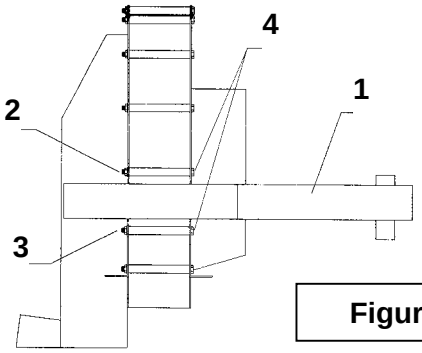
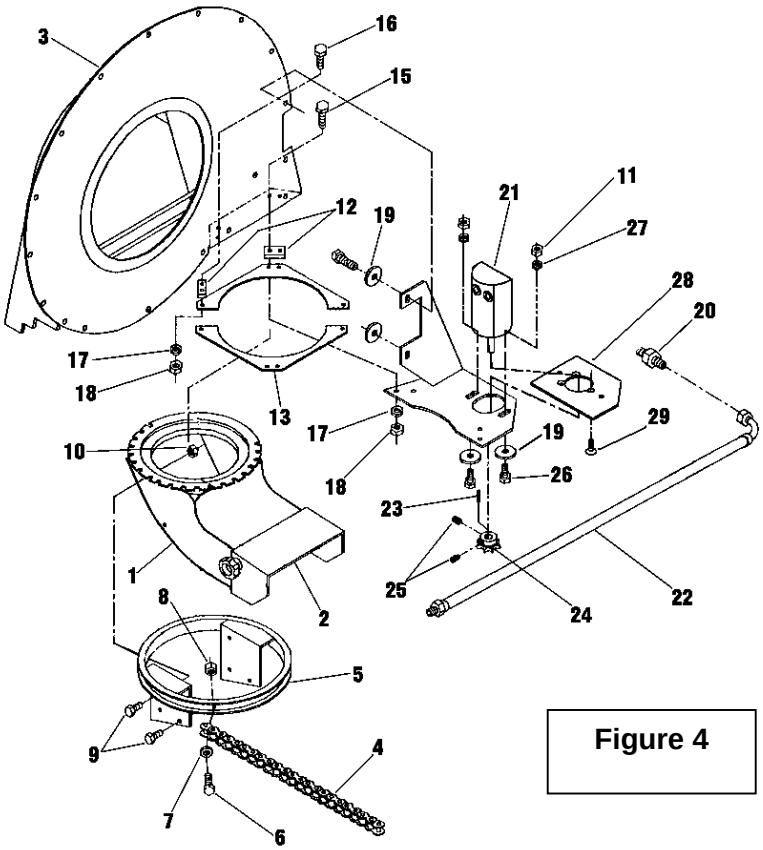

Figure 3
Figure 4
1. Remove the air blast nozzle (fig.4, item 1) from the debris blower. Discard bolts and nuts.
2. Remove the deflector (fig.4, item 2) from the air blast nozzle. Keep bolts and nuts on hands.
4. On the air blast nozzle side of the debris blower, remove the two 3/8" NC x 6 1/2" hex bolts (fig.3, items 2-3) and two 3/8" NC flange nuts (fig.3, item 4) located above and below the tubing (fig.3, item 1). Keep these bolts and nuts on hands.
Air Blast Nozzle Assembly ***(Figure 4)***
1. Insert a 7/16" flatwasher on each bolt kept on hand and attach the rotation bracket to the debris blower using these bolts and nuts kept on hands. The rotation bracket should go over the intake cover (fig.4, item 3), with the slot covering the tubing (fig.3, item 1).
(Figure 4)
The debris blower is equipped with an air flow adjuster which controls the amount of air entry. This device is located on the front of the unit, and it was designed to protect the tractor's motor. It is recommended that the tractor's motor revolution does not go lower than 600 R.P.M. when the debris blower is in operation. If the tractor's motor goes under 600 R.P.M., you must move the air flow adjuster closer to the cone (see figure 4) to reduce the amount of air entry.